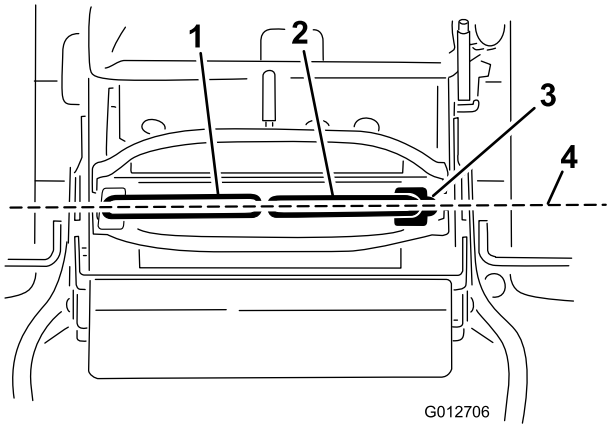

Figur 72
Viktig: Pass på at gressklipperens sporing er korrekt når du har justert bevegelseskontrollspakene. Justering av sporingen og tilpasning av bevegelseskontrollspakene på langs er samme prosedyre (Figur 72).
1. Når spakene står på linje horisontalt, kontrollerer du om de står på linje på langs ved å skyve kontrollspakene forsiktig forover for å fjerne slakken i forbindelsen for kontrollspakene (Figur 72).